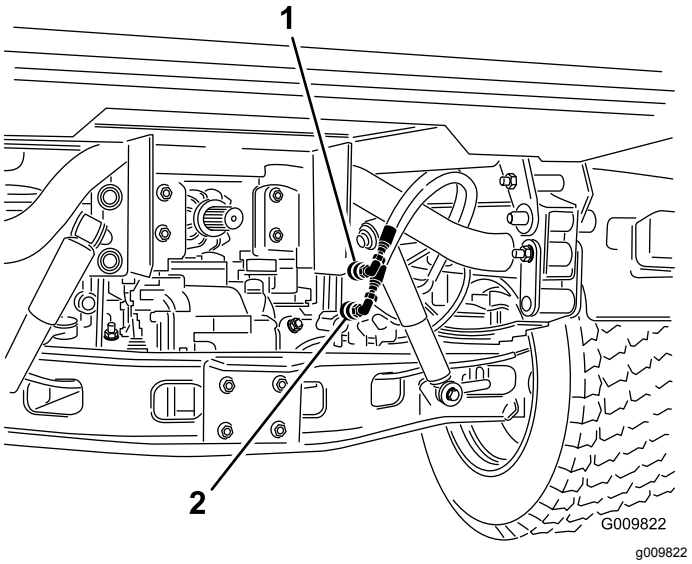

**Figur 83**
2. Koble de to hurtigkoblingsslangene på begge maskinene fra slangene som er festet til koblingsbraketten (Figur 83).